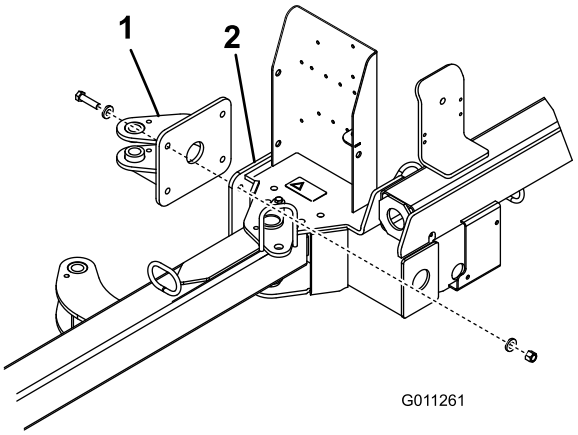

Figur 5
1. Fest bakre aktuatortapp til oppsamlerrammen med 4 bolter (1/2 x 2 tommer), 8 flate skiver (,531 x ,063) og 4 låsemuttere (1/2 tomme). Plasser komponentene som vist i Figur 5.